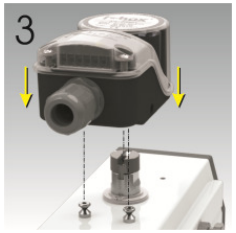

Fig. 4
3) Now attach the switch box sideways to the actuator by means of the two grub screws that are also included in the delivery. (Fig. 4+5)